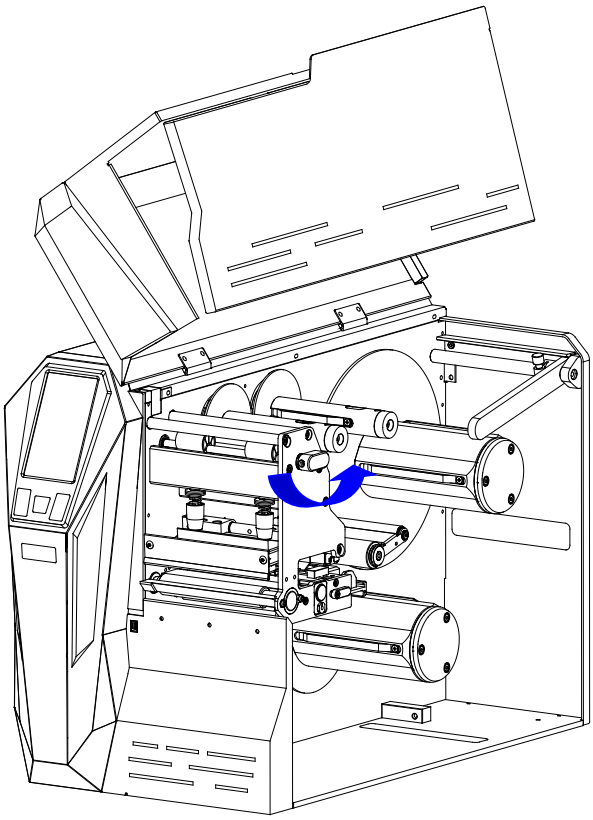
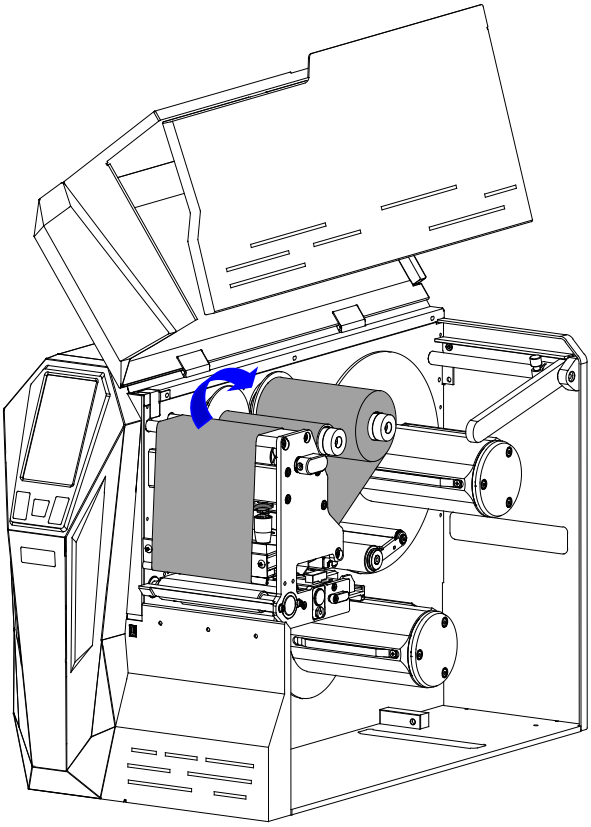

Figure 2-10 Open the Printhead
Figure 2-15 Ribbon Roll Loaded
To load the ribbon, refer to Figure 2-10 through Figure 2-15 and follow the steps below:
2. Turn the Printhead Handle counter clockwise to open the Printhead. See Figure 2-10.
7. Slide the Ribbon Take-up Roll on the Ribbon Take-up Spindle and push it firmly against the Stop Plate. Turn the Take-up Spindle until the ribbon is tightly wound. See Figure 2-15.